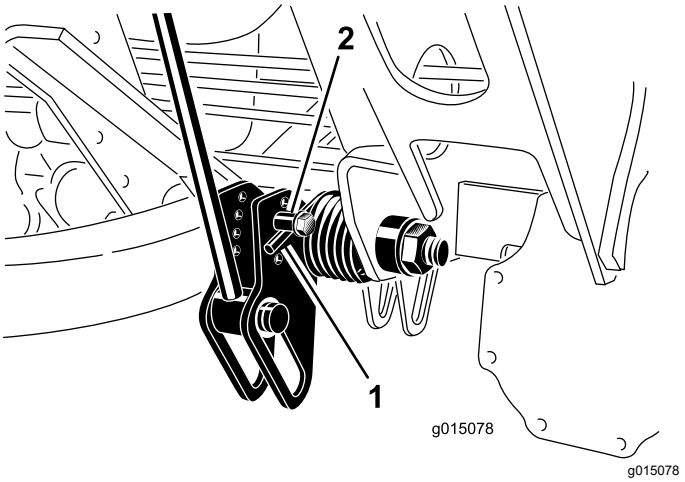

Figuur 40
2. Steek een buis of gelijksoortig voorwerp op het uiteinde van de lange veer om de spanning op de veer tijdens de afstelling weg te nemen (Figuur 40).
3. Als de veer is ontspannen, verwijdert u de bout en de borgmoer waarmee de actuator van de veer is bevestigd aan de beugel (Figuur 40).